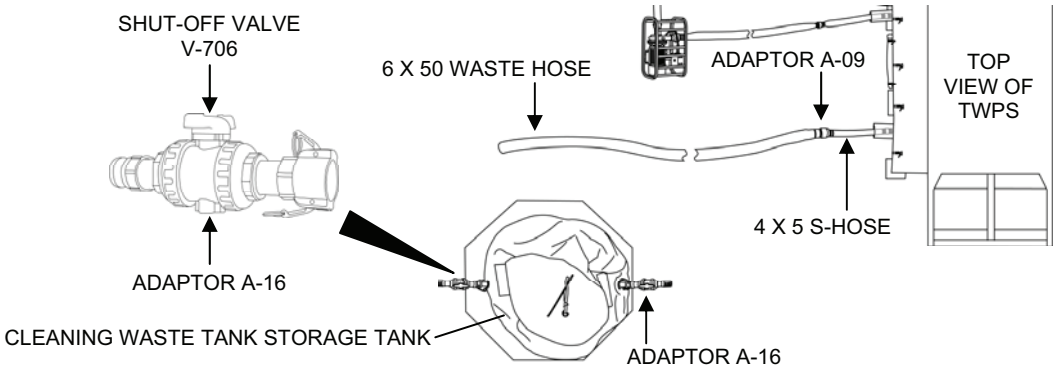

Figure 1. Cleaning Waste Storage Tank Set-Up.
1. Set up the Cleaning Waste Storage Tank if needed as follows (Figure 1):